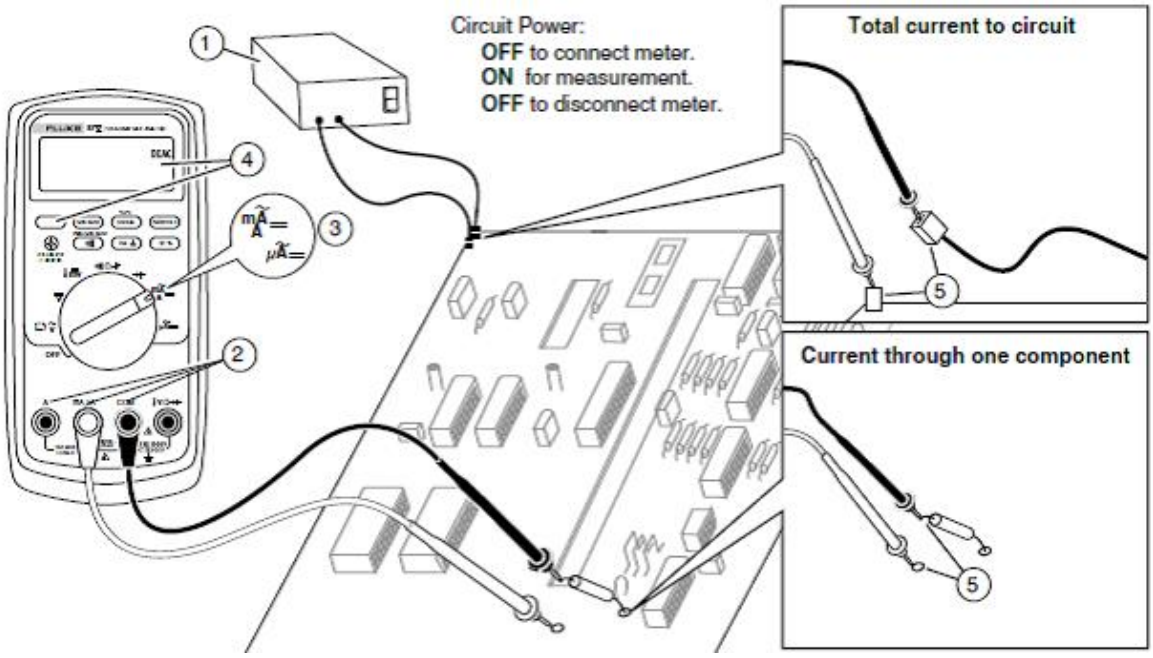

Figure 3–3. Measuring amperage. (Printed with permission, Fluke Corporation).
2. Insert the black lead into the communication (COM) terminal. For currents *between* 6 mA and 400 mA, insert the red lead into the *mA/microampere (µA) terminal*. For currents *above* 400 mA, insert the red lead into the *A terminal*. Refer to the figure 3–3 below.
A safer, noninvasive way to measure current is with clamp-on meters, which are unique multimeters. A clamp-on meter provides information on current flow without interrupting the circuit. This instrument can be very helpful when figuring generator loads and power requirements. There are many types of clamp-on meters. We will use the Fluke 325 clamp-on meter as an example (fig. 3–4).